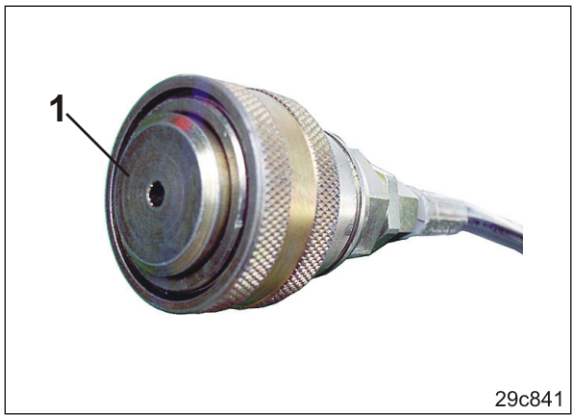

Fig. 63
1. Fjern støvhætten (Fig. 63/1).
2. Sørg for at sætte støvhætter (Fig. 63/1) på hydraulikstik og -stikdåse, så de ikke bliver beskidte.